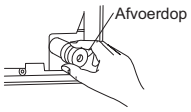

Fig. 1
2) Trek de afvoerdop aan de rechterachterkant van de binnenunit naar buiten. (Fig. 1)